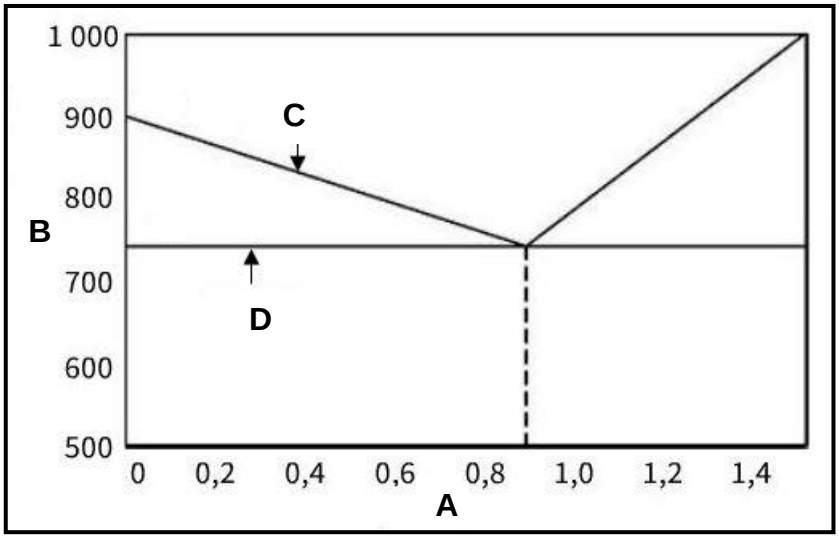

FIGUUR 3.5 (4)
3.5 In FIGUUR 3.5 hieronder word die yster-koolstof-ewewigsdiagram getoon. Benoem die diagram soos aangedui, van **A** tot **D**. Skryf slegs die antwoord langs die letter (A–D) in die ANTWOORDEBOEK neer.